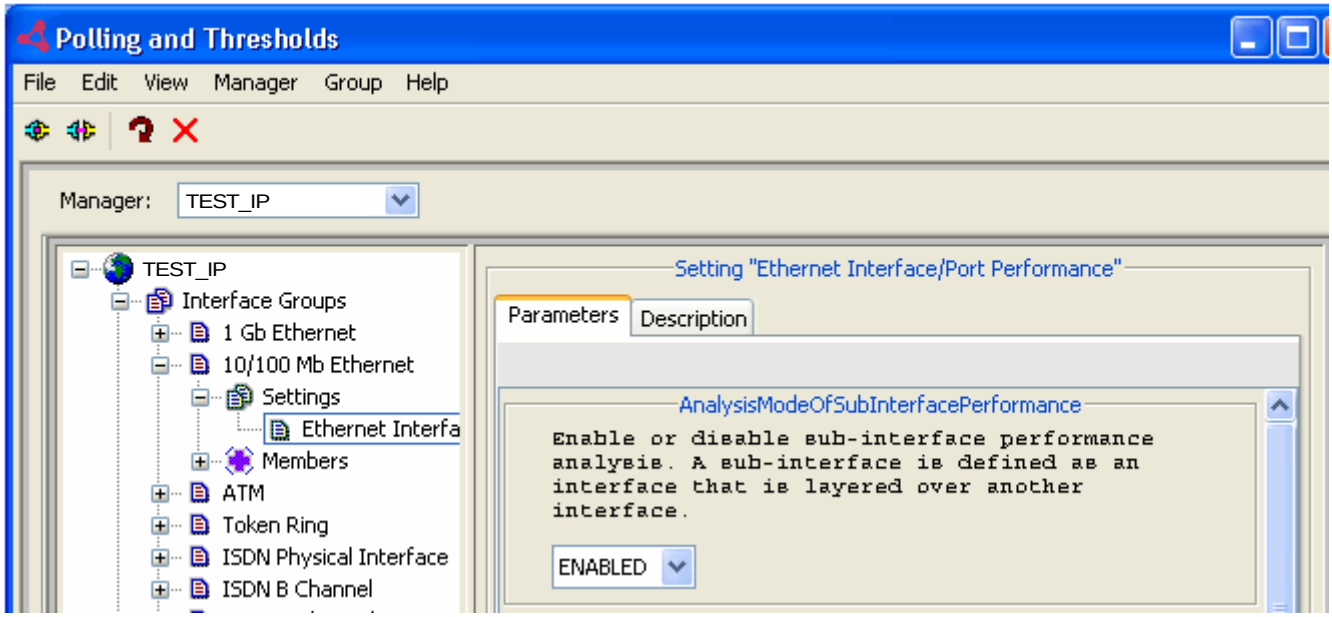

Figure 12 Enabled subinterface performance analysis
7. In this example, subinterface performance analysis must be enabled. Scroll to the top of the **Parameters** tab. Enable subinterface performance analysis if disabled, as shown in Figure 12 on page 64.